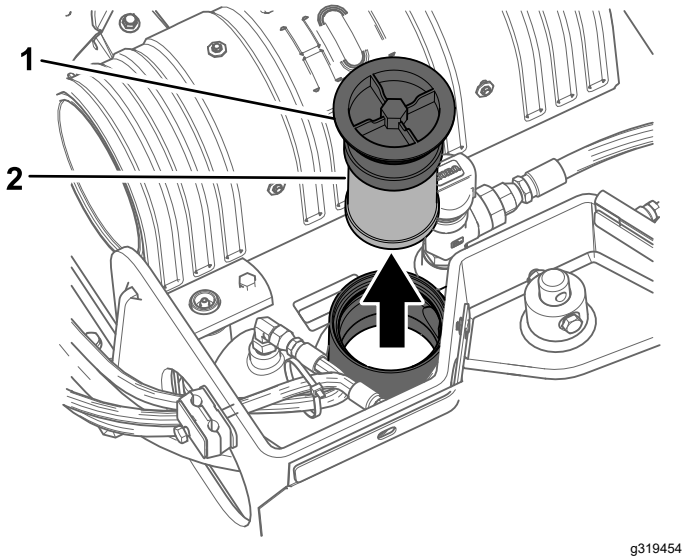

Figuur 58
5. Maak schoon rond de vulbuis van de hydraulische tank en verwijder de dop en het filter uit de vulbuis met een dopsleutel (Figuur 58).
4. Verwijder het oude filter en gooi het weg (Figuur 58).
5. Monteer het vervangfilter en de vuldop (Figuur 58) en draai de bout bovenaan vast tot 21 à 25 N·m.
5. Verwijder de vuldop en het filter van de hydraulische tank (Figuur 58).
10. Monteer het hydraulische filter en de vuldop (Figuur 58) en draai de bout bovenaan vast tot 21 à 25 N·m.